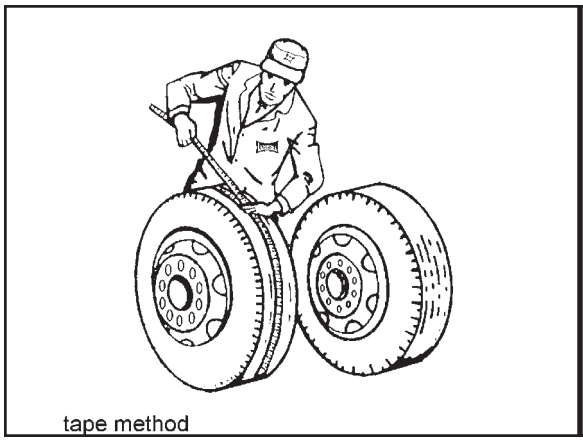

Figure 4-17 Measuring Tape Method
a. **Tape Measuring Method:** Measure around each tire on the tread surface. A maximum difference of 3/4" is allowed between the two mating tires of a dual **(See Figure 4-17)**.